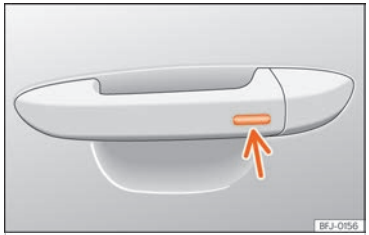

Fig. 62 Manecilla de la puerta: superficie sensora.
- **O BIEN:** mediante el sistema Keyless Access (sólo cierre): Mantenga un dedo durante algunos segundos sobre la superficie sensora de bloqueo ››› **fig. 62** (flecha) de la manecilla de la puerta para que se cierren las ventanillas y el techo. Si deja de tocar la superficie sensora se interrumpe la función de cierre.
Mantenga un dedo durante algunos segundos sobre la superficie sensora de bloqueo ››› fig. 62 (flecha) de la manecilla de la puerta para que se cierre el techo. Si deja de tocar la superficie sensora se interrumpe la función de cierre.